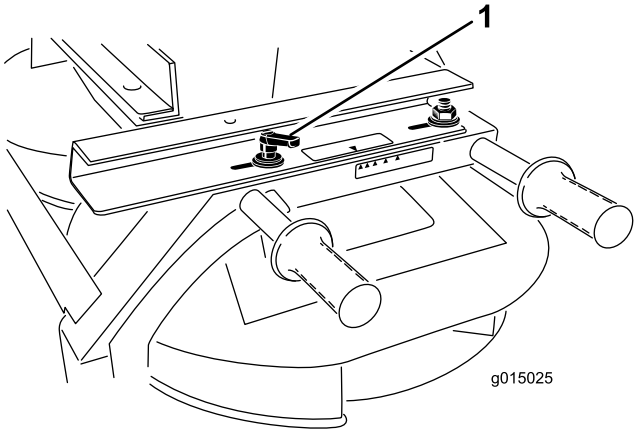

Figur 32
1. Lossa handtagen på varje sida av dubbelspridaren (Figur 32).